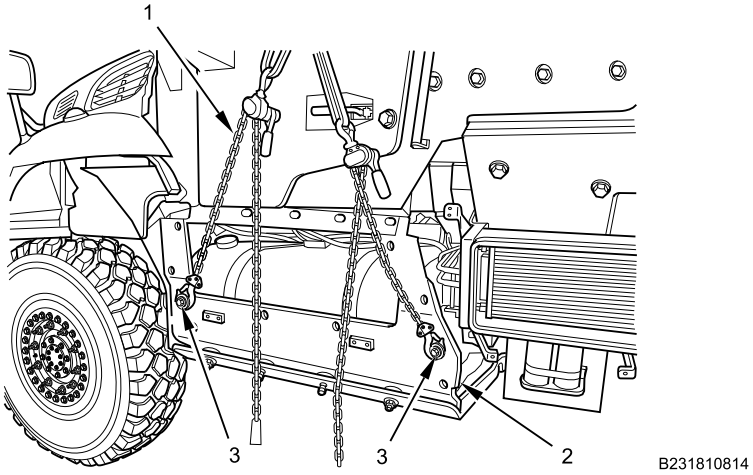

Figure 23. Left Side Chain Hoist.
13. Remove two armor bolts (Figure 23, Item 3) and washers securing chain hoists (Figure 23, Item 1) on fuel tank cover plate (Figure 23, Item 2).